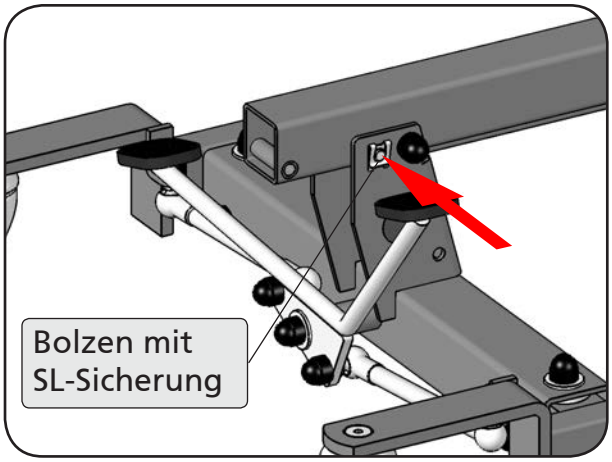

Abbildung 09
2. Lösen Sie die SL-Sicherung an der Standmastaufnahme und ziehen Sie den Bolzen heraus (Abbildung 09).